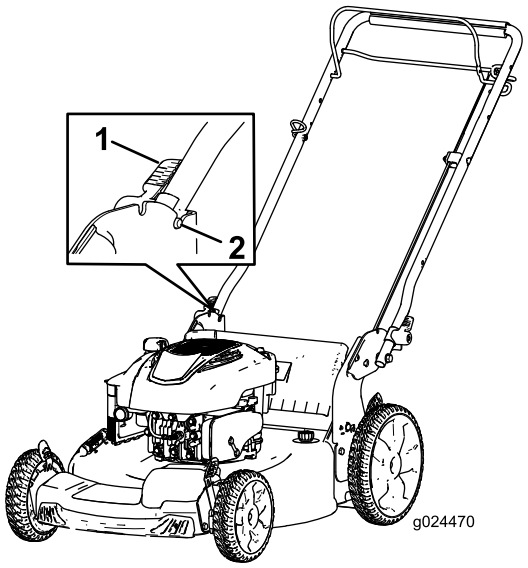

Bild 4
2. Stellen Sie die Holmarretierung (Bild 4) ein, bis der Stift einrastet und den Holm in der Betriebsstellung arretiert.